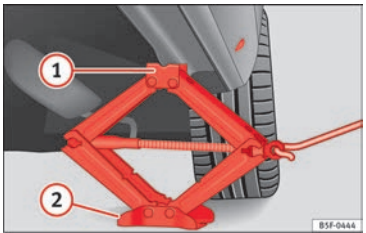

Rys. 84 Podstawianie podnośnika.
• Obracać korbą podnośnika* umieszczonego pod punktem podparcia, aż podnośnik podniesie się na tyle, by zaczep (1) ››› **rys. 84** znalazł się pod obsadą.
• Ustawić podnośnik* tak, by zaczep (1) „uchwycił“ obsadę w progu, natomiast ruchoma podstawa (2) spoczywała na ziemi. Płytka podstawy (2) powinna być ustawiona pionowo w stosunku do punktu podparcia (1).